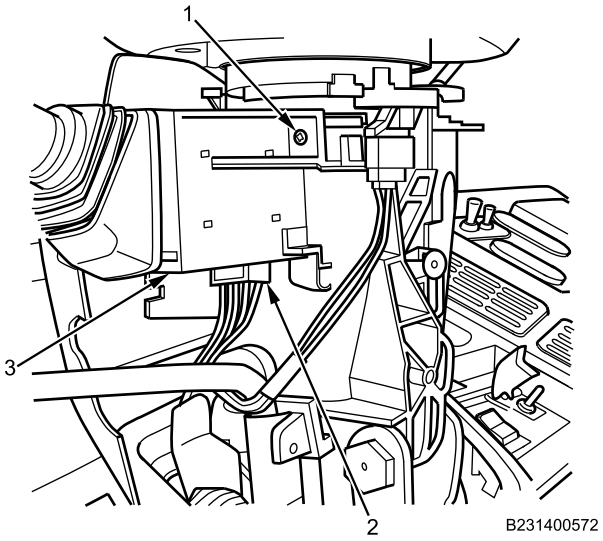

Figure 10. Turn Signal Switch, Lower.
9. Connect electrical connector (Figure 10, Item 2), position and align turn signal switch (Figure 10, Item 3), and install lower mounting screw (Figure 10, Item 1).